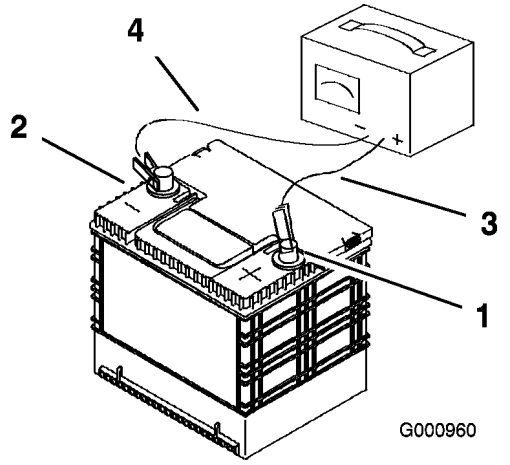

Figur 46
2. När batteriet är fulladdat ska laddaren kopplas bort från eluttaget först, och sedan ska laddningskablarna lossas från batteripolerna (Figur 46).